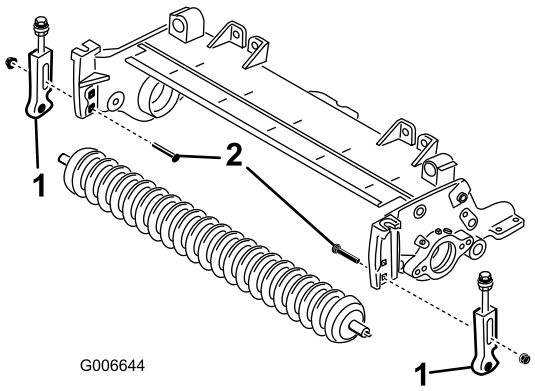

Figura 19
12. Togliete i bulloni a testa tonda e i dadi che fissano le staffe dell'altezza di taglio alle piastre laterali dell'apparato di taglio (Figura 19).
13. Allentate le viti a testa cilindrica e i dadi di bloccaggio che fissano le staffe dell'altezza di taglio all'albero del rullo anteriore (Figura 19).
14. Togliete le staffe dell'altezza di taglio ed il rullo anteriore dalle piastre laterali dell'apparato di taglio (Figura 19).